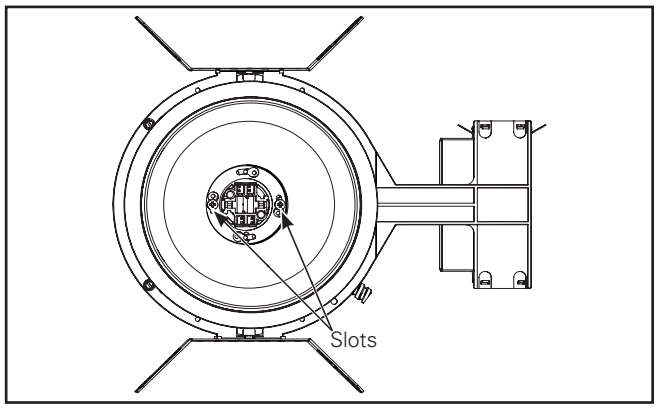

Figure 2.
2. Attach trim to socket assembly with (2) screws through keyslots. (Figure 2.)